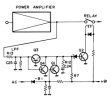

Fig. 5-11 Protection Circuit
With reference to Fig. 5-11 when the power supply is turned on, the time constant of $+B_1$ (the time constant of the $-B_1$ circuit is very small). If there is no input (DC) on Q_1 and Q_2, they will be off, and the timing capacitor C_{10} charges up through R_1 and R_{11}, and thus Q_3 turns on. When the relay is energized, the output circuit of the output section of the power amplifier will be removed.